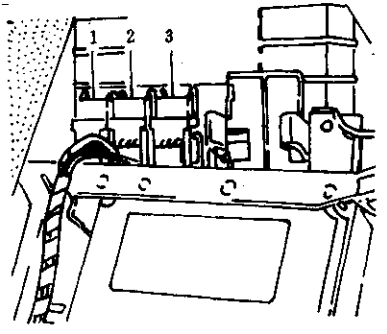

图5—109
⑥如果试验灯仍未亮起，则就要按图5—110所示，检查17号保险丝插孔到继电器位置6上的30号插孔间的线路有无断路；